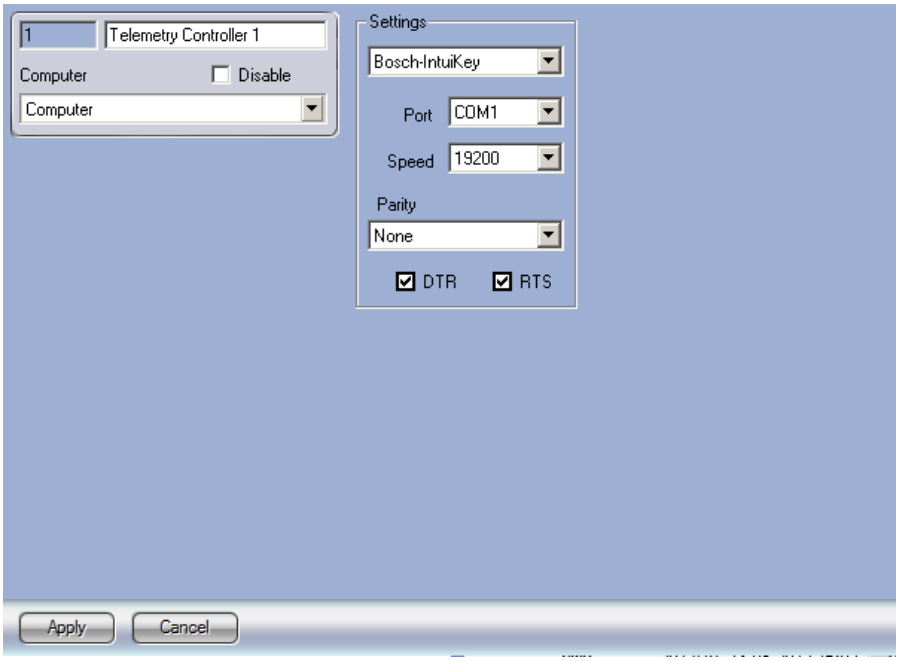

Figure 3.4—7 Configuring the Telemetry Controller object for BOSCH 12c-KBD-Digital operation
2. Configure the **Telemetry Controller** object as follows (Figure 3.4—7):